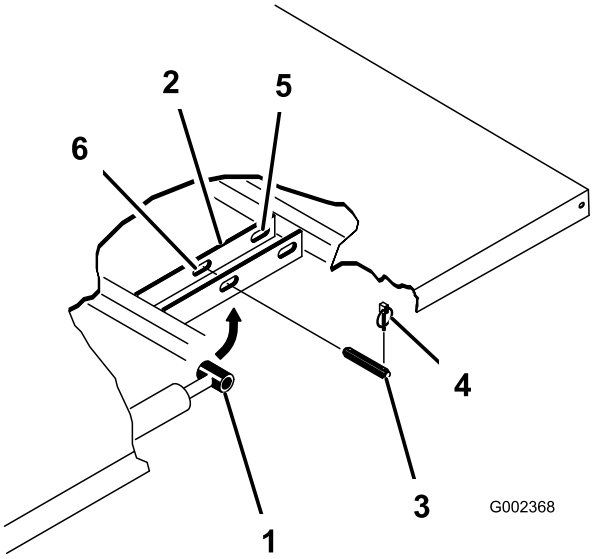

Figur 32
2. Tag ringstifterne af de yderste ender af cylinderstangens gaffelbolte (Figur 32).
3. Afmonter de gaffelbolte, der fastholder cylinderstangens ender til ladmonteringspladerne, ved at skubbe boltene indad (Figur 32).
4. Afmonter de ringstifter og gaffelbolte, der fastholder aksebeslagene på stelkanalerne (Figur 32)